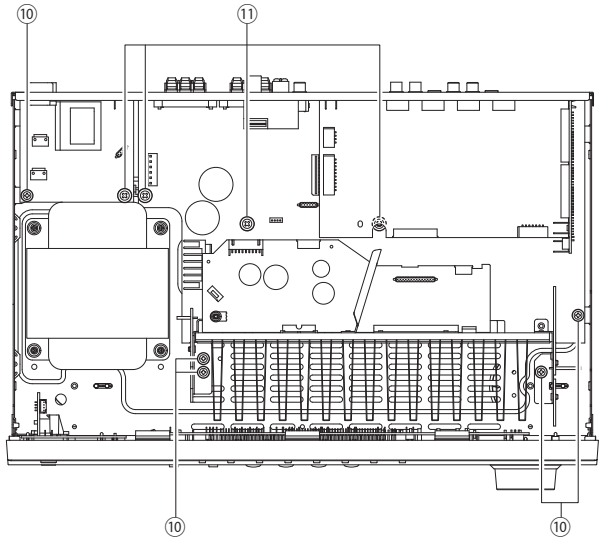

Fig. 5
c. Remove 5 screws (⑩) and 4 screws (⑪). (Fig. 5)